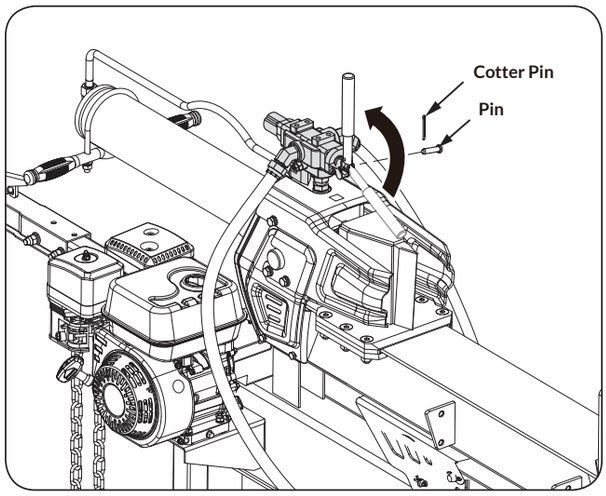

Figure 13
1. The control handle is shipped hanging from the valve on the handle link. Remove the pin and cotter pin from the control handle. Move the control lever to the vertical Neutral positon (shown in circle on illustration ***Figure 13***.)